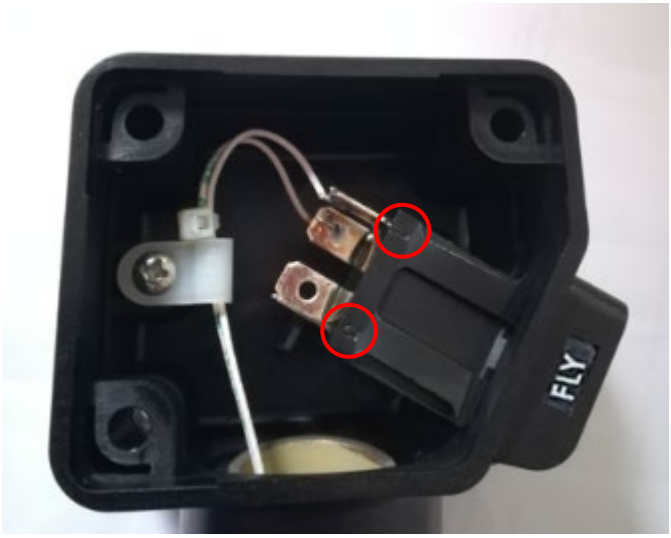

Figure 8 – Switch contact numbers
16. Push the switch in its seat. Make sure that the contacts 1 and 3 face upwards as shown in Figure 8.